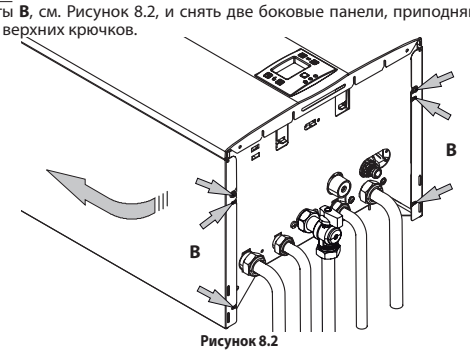

Рисунок 8.2
- Ослабить винты **B**, см. Рисунок 8.2, и снять две боковые панели, приподняв их вверх, чтобы освободить от верхних крючков.